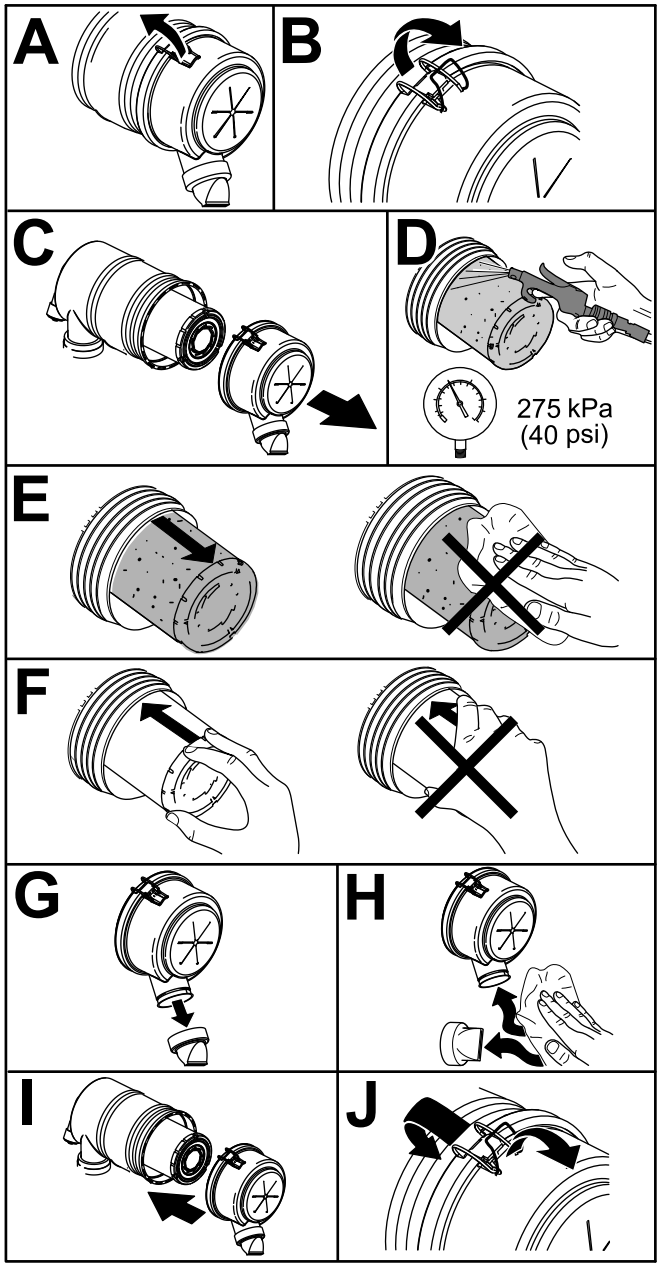

Figuur 43
1. Vervang het voorfilter (Figuur 43).